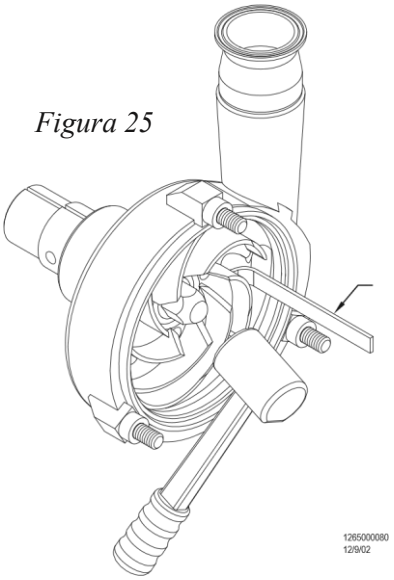

Figura 25
f) Usando um martelo de borracha, bata na parte frontal da porca do rotor até que o rotor esteja justo contra o calibrador de folga (*Figura 25*).